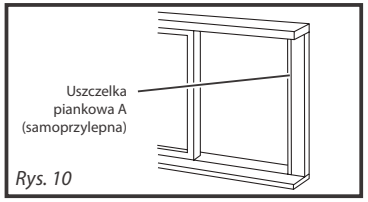

Rys. 10
1. Uciąć odpowiedni odcinek uszczelki piankowej (samoprzylepnej) i przymocować do ramy okna. Patrz rys. 10.